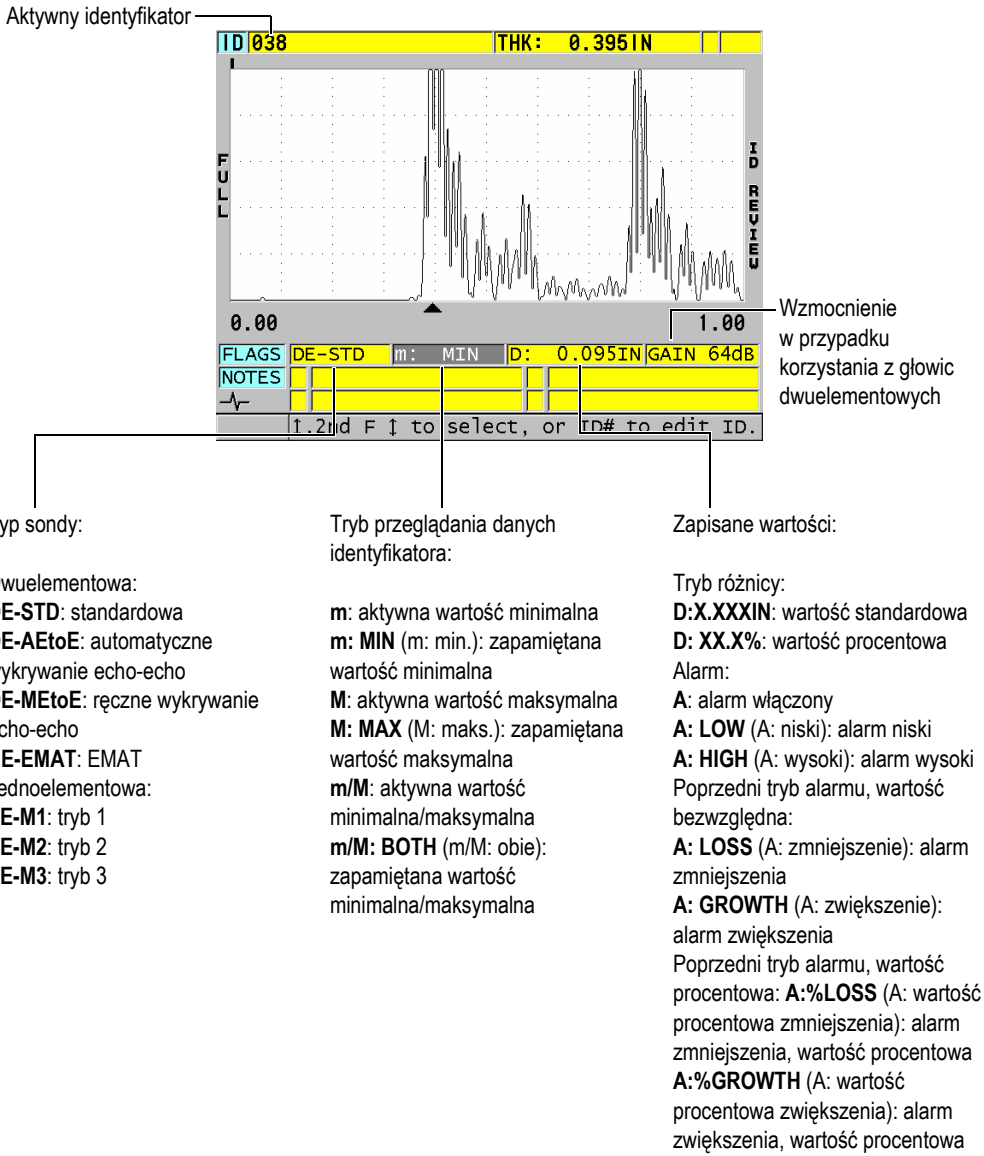

Rysunek 11-27 Elementy ekranu przeglądania danych identyfikatora
Rysunek 11-27 na stronie 233 przedstawia przykład ekranu przeglądania danych identyfikatora i zawiera opis jego zawartości. W obszarze pod wykresem fali widoczne są flagi stanu wskazujące wyświetlane zapisane wartości grubości.
3. Na ekranie przeglądania danych identyfikatora (patrz Rysunek 11-27 na stronie 233):